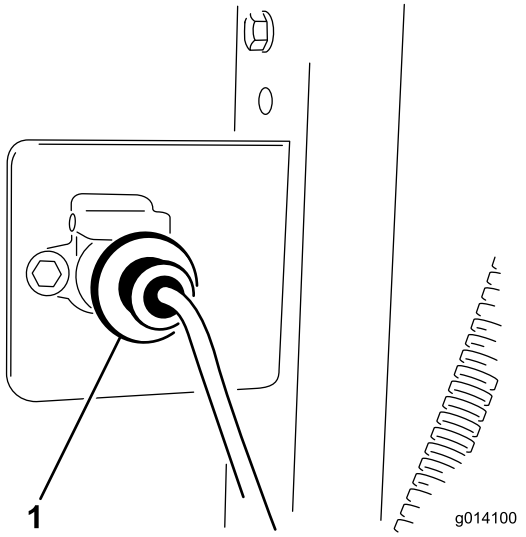

**Figur 10**
1. Monter sokkelbraketten på baksiden av tauekjøretøyet med (2) skruer og muttere på 5/16 x 1 tommer.
3. Fest ledningssatskontakten til braketten med (2) 1/4 x 1 tommers skruer og muttere (Figur 10).
5. Fest ledningssatsen for baseenheten til ledningssatsen for tauekjøretøyet (Figur 10). Koblingen er plassert sammen med hydraulikkslangen som er festet til tauekjøretøyet.